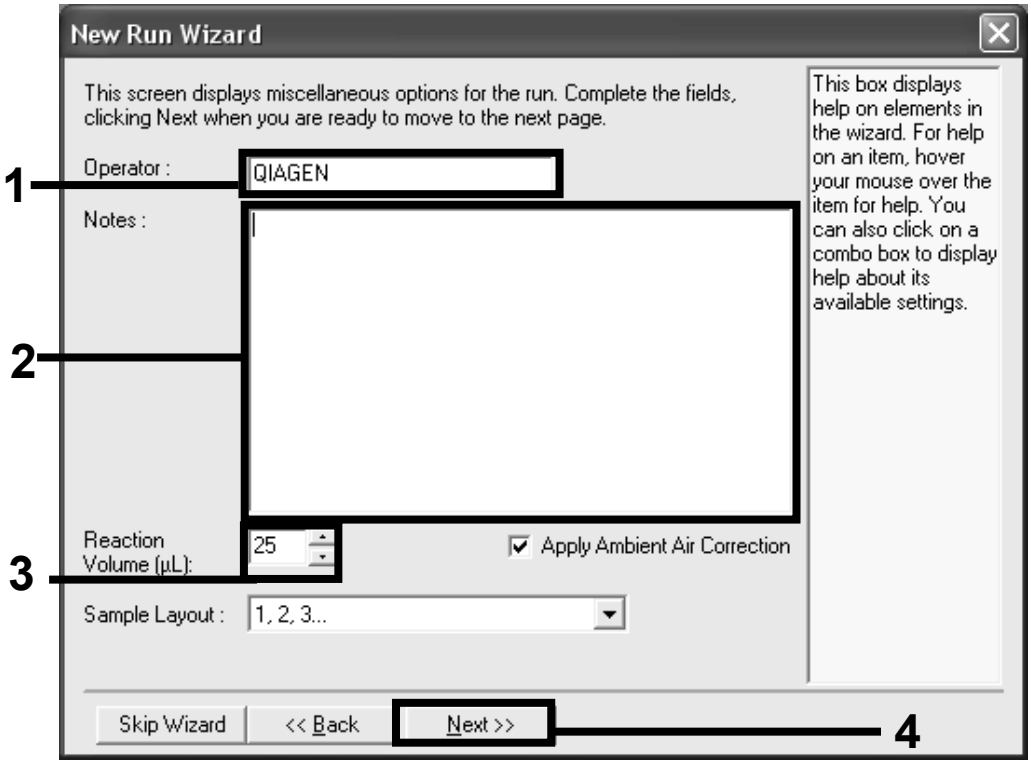

Figure 2. Setting the general assay parameters.
9. **Enter the name of the operator. Add any notes and enter the reaction volume as *25*. Ensure that "Sample Layout" reads "1,2,3…" and "Apply Ambient Air Correction" is selected. Click "Next" (Figure 2).**